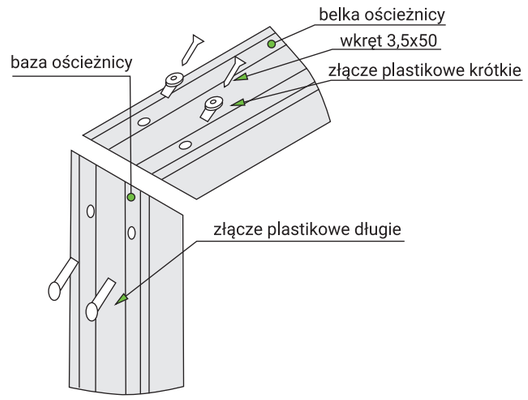
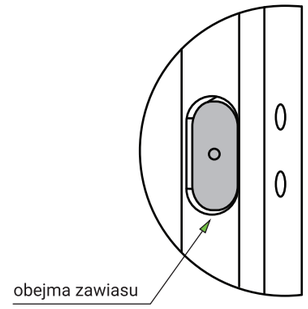

rys. 1 - Łączenie ościeżnicy za pomocą złącz i wkrętów
rys. 2 - Obejma (gniazdo) zawiasu ościeżnicy
- Elementy montażowe: zawiasy (2 lub 3 szt.), złącze plastikowe krótkie (4szt), złącze plastikowe długie (4szt.), wkręty 3,5x50 (4 szt.) (rys. 1) + obejma zawiasu w przypadku ościeżnicy blokowej gniazdowej (**rys. 2**);
4. Dwa elementy pionowe bazy i jeden poziomy ułożyć względem siebie prostopadle na równej powierzchni i połączyć je ze sobą przy pomocy łączników plastikowych i wkrętów z zachowaniem kątów prostych (**rys. 1**). **W przypadku ościeżnicy z gniazdem zamontować obejmę gniazda rys 2**.